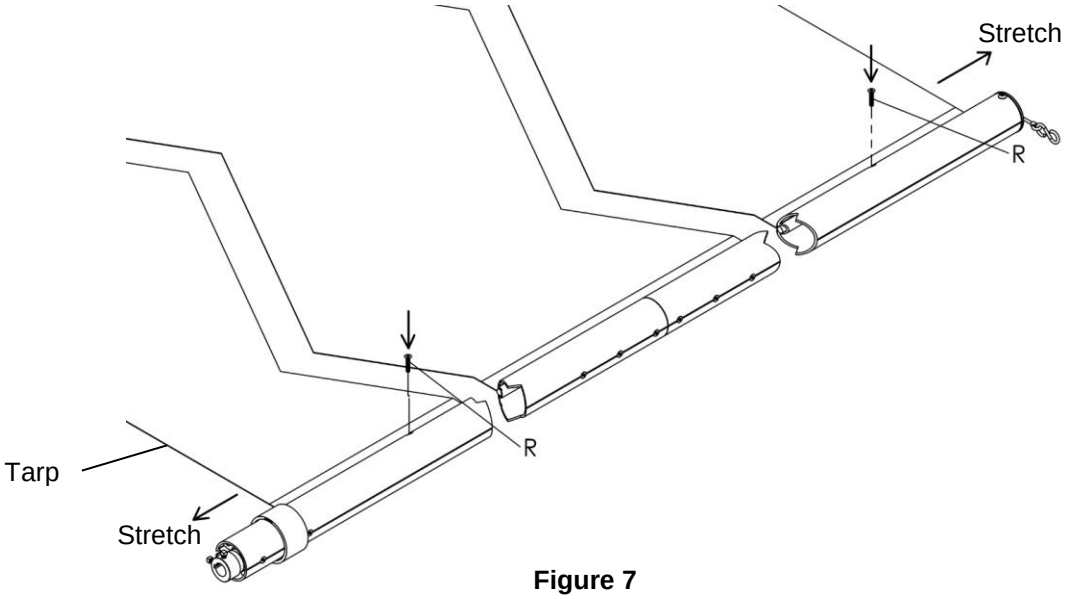

Figure 7
13. **Figure 7.** Extend the tarp evenly and install the locking screws back (R) at front and rear.